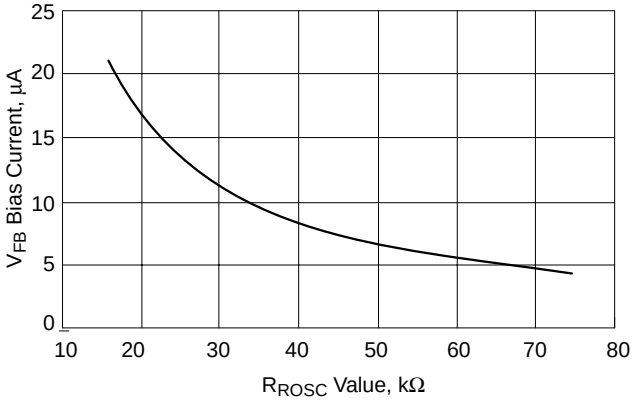

Figure 4. V_{FB} Bias Current vs. R_{ROSC} Value
2. The V_{FB} Bias Current changes with the value of R_{ROSC} per Figure 4.
To set the no–load positioning, a resistor (R9) is placed between the output voltage and V_{FB} pin. The V_{FB} bias current will develop a voltage across the resistor to decrease the output voltage. The V_{FB} bias current is dependent on the value of R_{ROSC}, as shown in Figure 4.